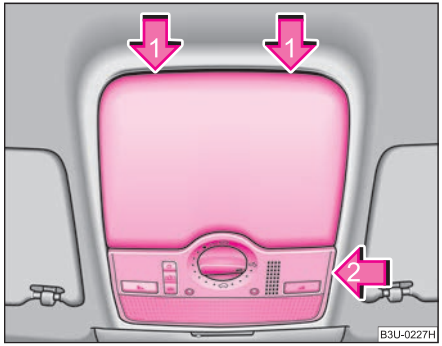

Fig. 207 Interior lights at the front for vehicles with an electric sliding/tilting roof ▶
– Position a small screwdriver carefully against the rear edge of the cover of the power roof drive - arrows 1- ⇒ page 265, fig. 207.